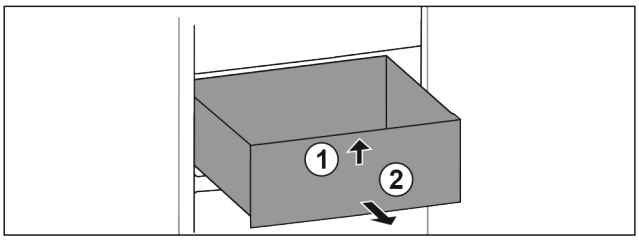

Fig. 126
▶ Приподнимите выдвижной ящик спереди. *Fig. 126 (1)*
▶ Извлеките выдвижной ящик движением вперед. *Fig. 126 (2)*